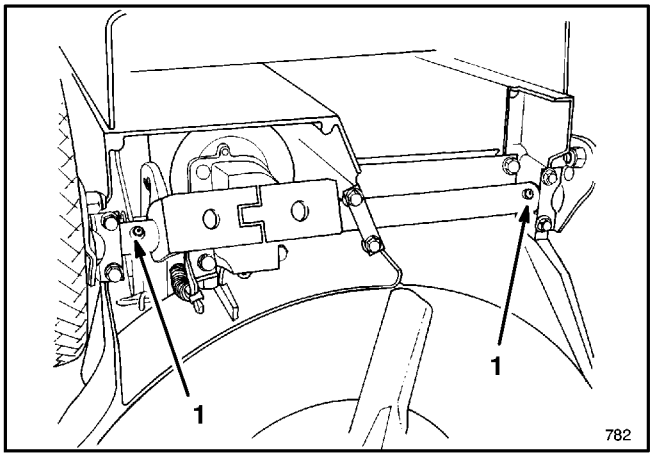

**Abbildung 26**
**2.** Den Mäher nach links kippen. Alle Schmiernippel mit einem Lappen sauberwischen (Abb. 26). Eine Fettpresse ansetzen und in jeden Nippel zwei bis drei Hübe Mehrzweckfett #2 auf Lithiumbasis einpressen.